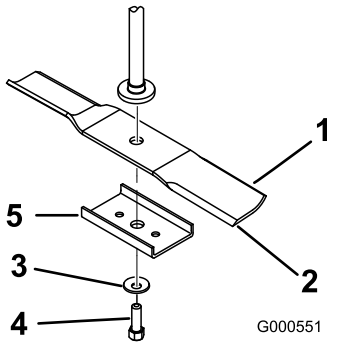

Figur 49
Hold på knivenden med en klud eller en tyk handske. Fjern knivbolten, den buede skive, stiveren til kniven og kniven fra spindelakslen (Figur 49).
1. Monter skærekniven på spindelakslen (Figur 49).
2. Monter knivstiveren, den buede skive (den buede side mod kniven) samt knivbolten (Figur 49).